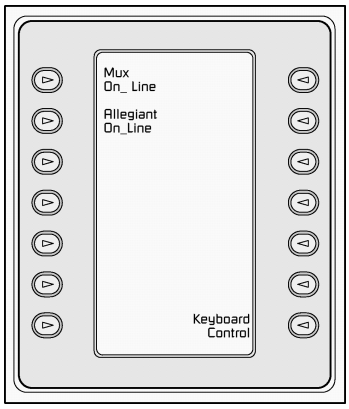

Rys. 3.2. Główne menu wyboru urządzenia
1. Nacisnąć przycisk **PROD** w celu przejścia do trybu wyboru urządzenia. Na wyświetlaczu pojawiają się opisy przycisków menu wyboru urządzenia (p. **rys. 3.2**).
1. Nacisnąć przycisk **PROD** w celu przejścia do menu wyboru urządzenia (p. **rys. 3.2**)